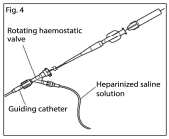

Fig. 4
6. Insert a guiding catheter into the patient's vessel. Attach a rotating haemostatic valve (Tuhoy-Borst type) to the guiding catheter and irrigate the catheter continuously with heparinized saline solution. Insert the catheter and the guide wire assembly through the valve into the guiding catheter and advance to the distal end of the guiding catheter (Fig. 4). For smooth insertion through the rotating haemostatic valve and guiding catheter, it is recommended to keep the guide wire tip within the catheter until the catheter reaches the distal end of the guiding catheter.